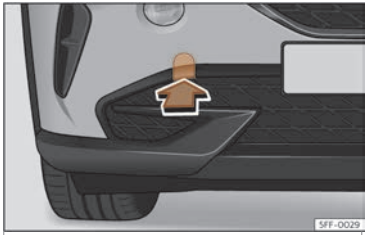

Fig. 43 No lado dereito do parachoques dianteiro:retirar a tapa.
A cavidade da argola de remolque enroscada sitúase no lado dereito do parachoques dianteiro detrás dunha tapa›› **fig. 43** .
- Retire a tapa facendo presión na zona inferior da mesma e déixea colgando do vehículo››› fig. 43.